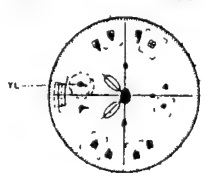

Fig. 4-113
(10) Colour Alignment Adjustment (Figs. 4-113, 4-151)